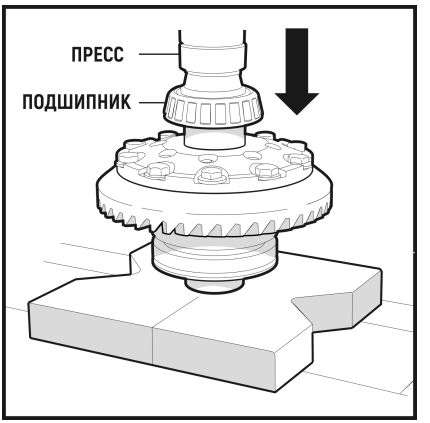

Рис. 22
2.12 Напрессуйте подшипники и установите наружные кольца с учётом ранее нанесённой маркировки. (**Рис. 22**)